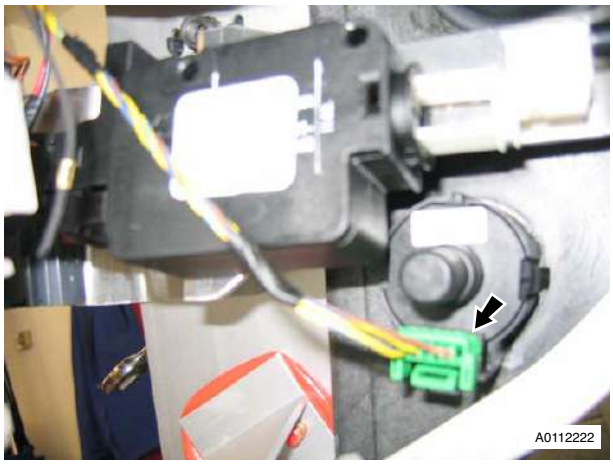

Figure 3
6. Disconnect Passenger airbag inhibit switch (see Figure 3).